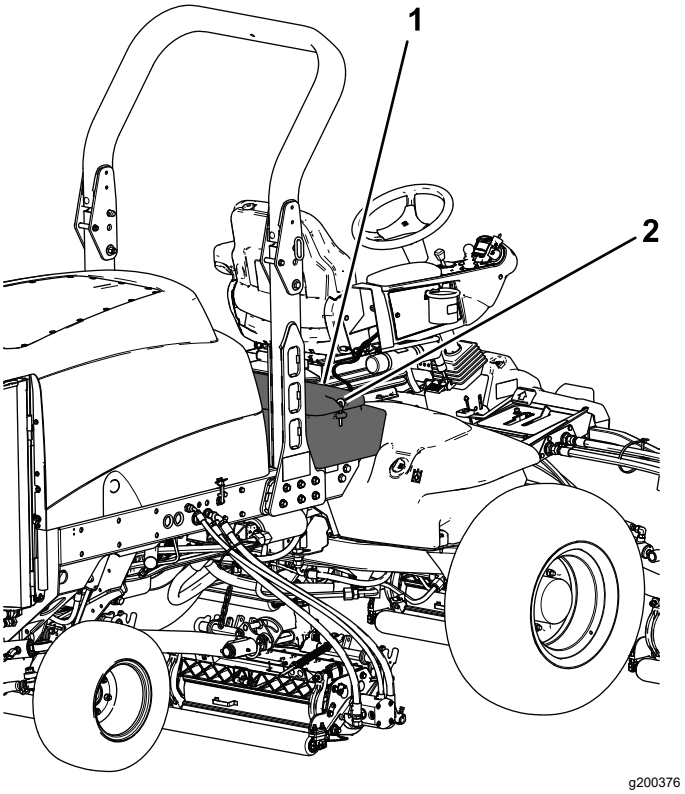

Figur 94
2. Lossa och höj förarens konsolpanel (Figur 94).